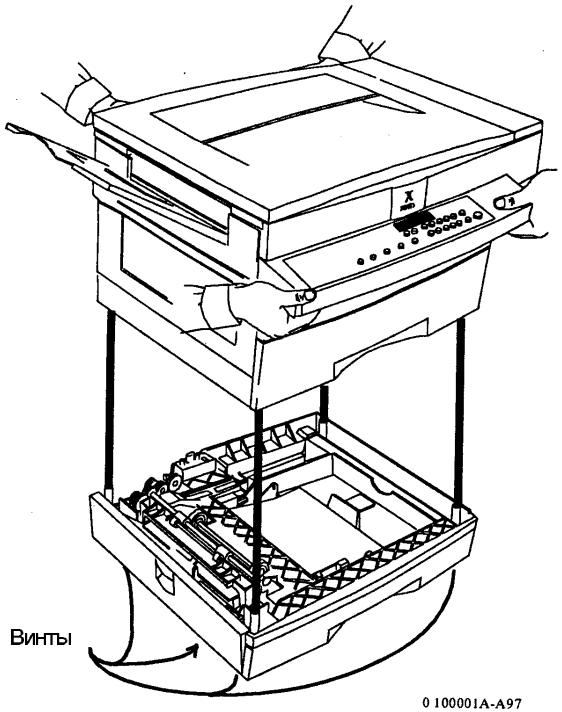

Рис. 1. Демонтаж лотка 2
a. Откройте переднюю дверцу тумбы и отвинтите винты (2), которые прикрепляют лоток 2 к тумбе.
4. Снимите модуль лотка 2 (Рис. 1).